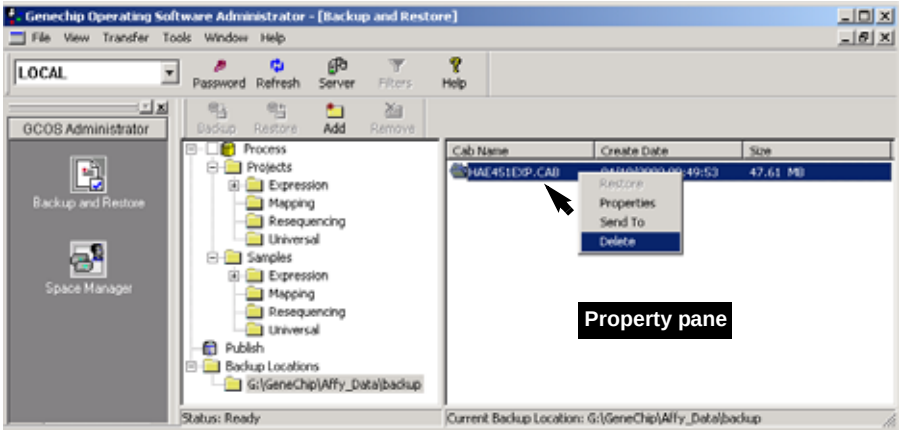

Figure 16.19
2. Right-click the .cab of interest and select **Delete** from the shortcut menu that appears **(Figure 16.19)**.